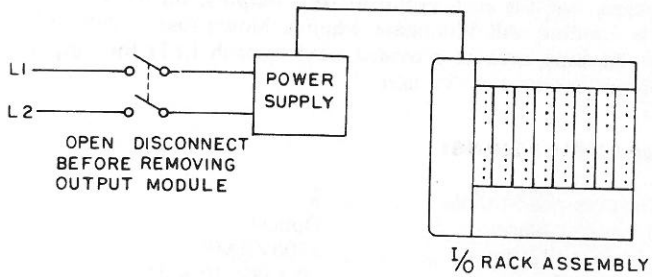

Figure 4 — Removing Power from the Power Supply
1) Turn the processor key switch to the "HALT" or "DISABLE OUTPUTS" position, or remove power from the power supply feeding the rack assembly. See Figure 4.